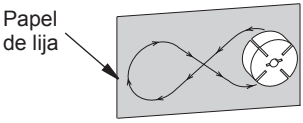

Figura 33 - Procedimiento para lijar el rotor
12. Coloque un papel de lija fino (grano 600) sobre una superficie plana. Lije suavemente el rotor haciendo un ocho con el papel cuatro veces (consulte la figura 33).